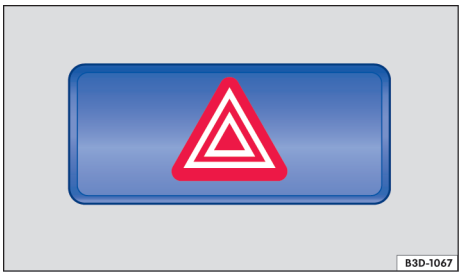

Fig. 41 Na parte superior do console central: interruptor das luzes de advertência. ▶
2. Ligar as luzes de advertência com o interruptor [⚠] → Fig. 41.
As luzes de advertência também podem ser desligadas ao pressionar o interruptor ⚠ no painel de instrumentos → Fig. 41.